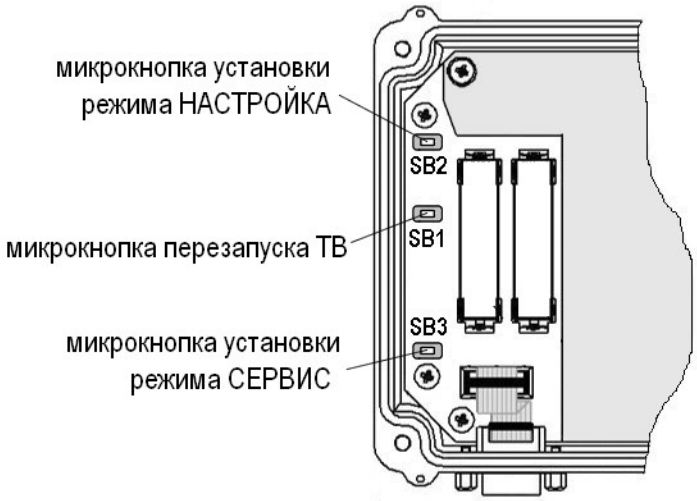

Рис.5. Кнопки управления уровнями доступа ТВ.
1.6.4. Режимы СЕРВИС и НАСТРОЙКА задаются посредством нажатия соответственно на микрокнопки SB3 и SB2, расположенные на плате измерительно-вычислительного модуля (рис.5):
- перевести прибор в режим СЕРВИС, нажав на микрокнопку SB3 (см. рис.5 ↗);
3.1.3. После завершения ввода установочных данных перевести ТВ в режим РАБОТА, выполнив кратковременное нажатие на микрокнопку SB3 (см. рис.5 ↗).